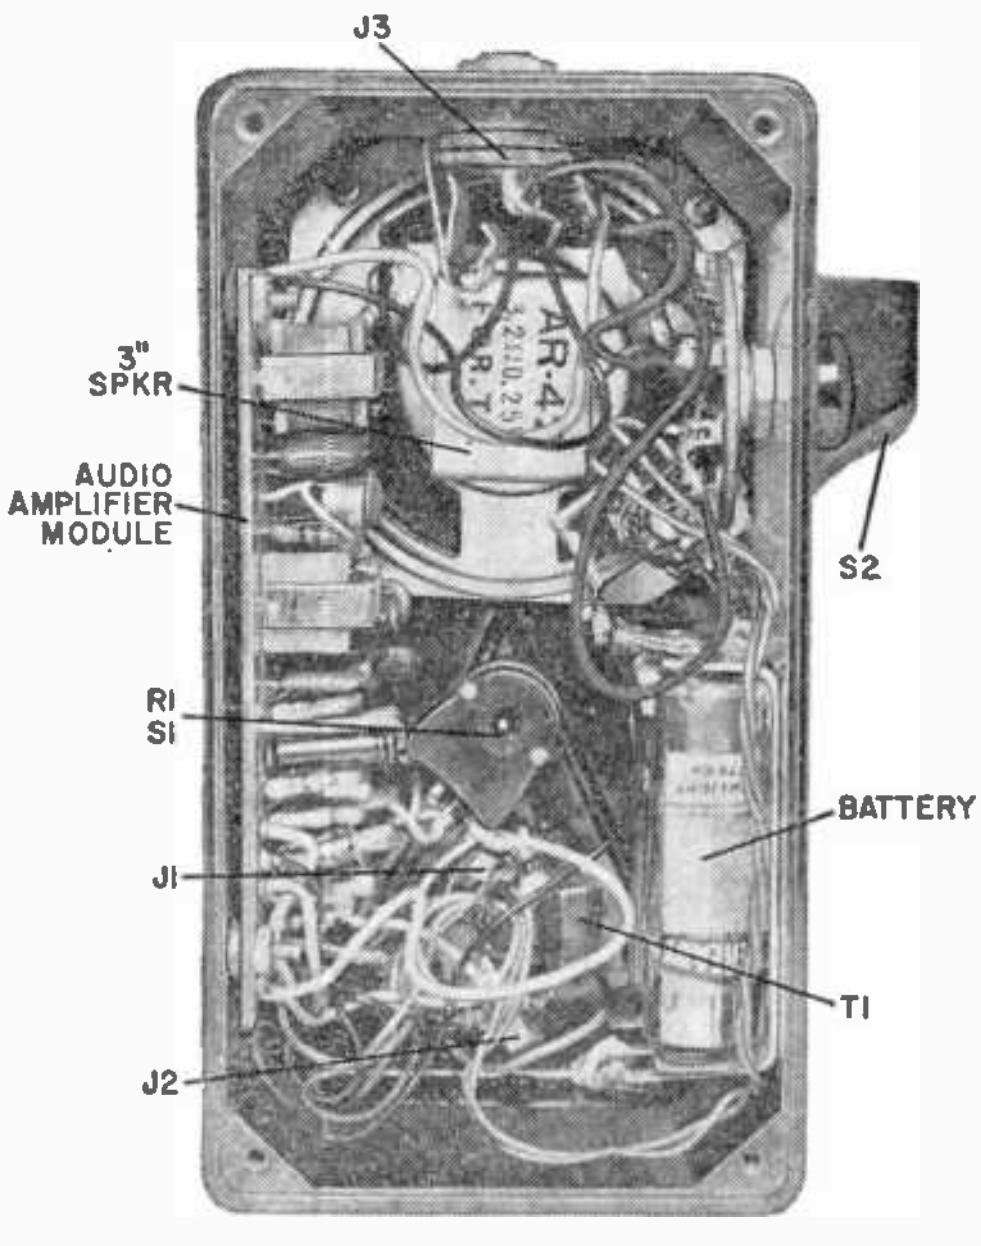

Fig. 2. A miniature 8-ohm speaker and a selector switch can be mounted on the case to provide a choice of either headphone or speaker output.
Fig. 2. Start construction by drilling holes in the aluminum box to accommodate the tuning dial shaft and regeneration control. Then drill mounting holes for the circuit board and coil form as shown here.
**Construction.** Either a plastic or a metal case measuring about 5" x 3" x 2" can be used to house the battery and amplifier module. Transformer *T1* can be mounted by soldering one of its mounting tabs to the outer conductor lug of *J2* as shown in Fig. 2. Use ½"-long
The signal from the radio now drives the front speaker and the input transducer through *R15*. The output transducer of the reverb unit is connected to a high-gain amplifier (Fig. 2). The amplifier makes up the 40 to 45 dB loss in the delay line reverb unit. In this circuit, *Q1* drives voltage amplifier *Q2*, which is directly coupled to a pair of complementary driver transistors, *Q3* and *Q4*. The driver transistors drive the class-B output pair on alternate half cycles.